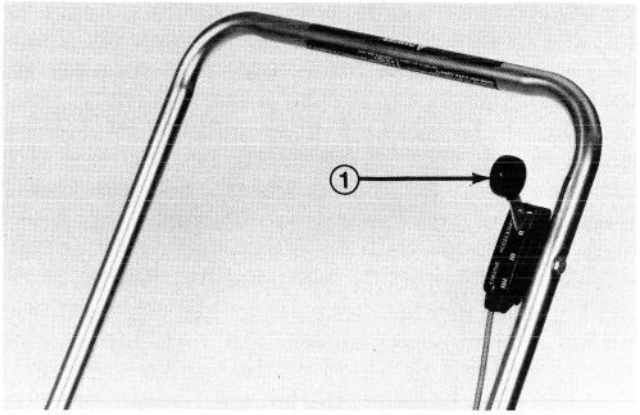

Figure 15
4. To stop engine, move throttle control to OFF position (Fig. 15).